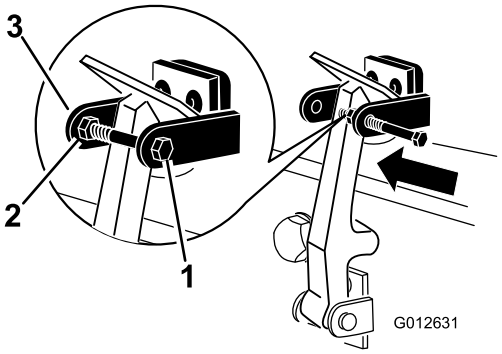

Figur 10
7. Skruva i skruven i den andra armen på motorhuvens låsfäste för att låsa spärren på plats (Figur 10). Dra åt skruven ordentligt, men dra inte åt muttern.